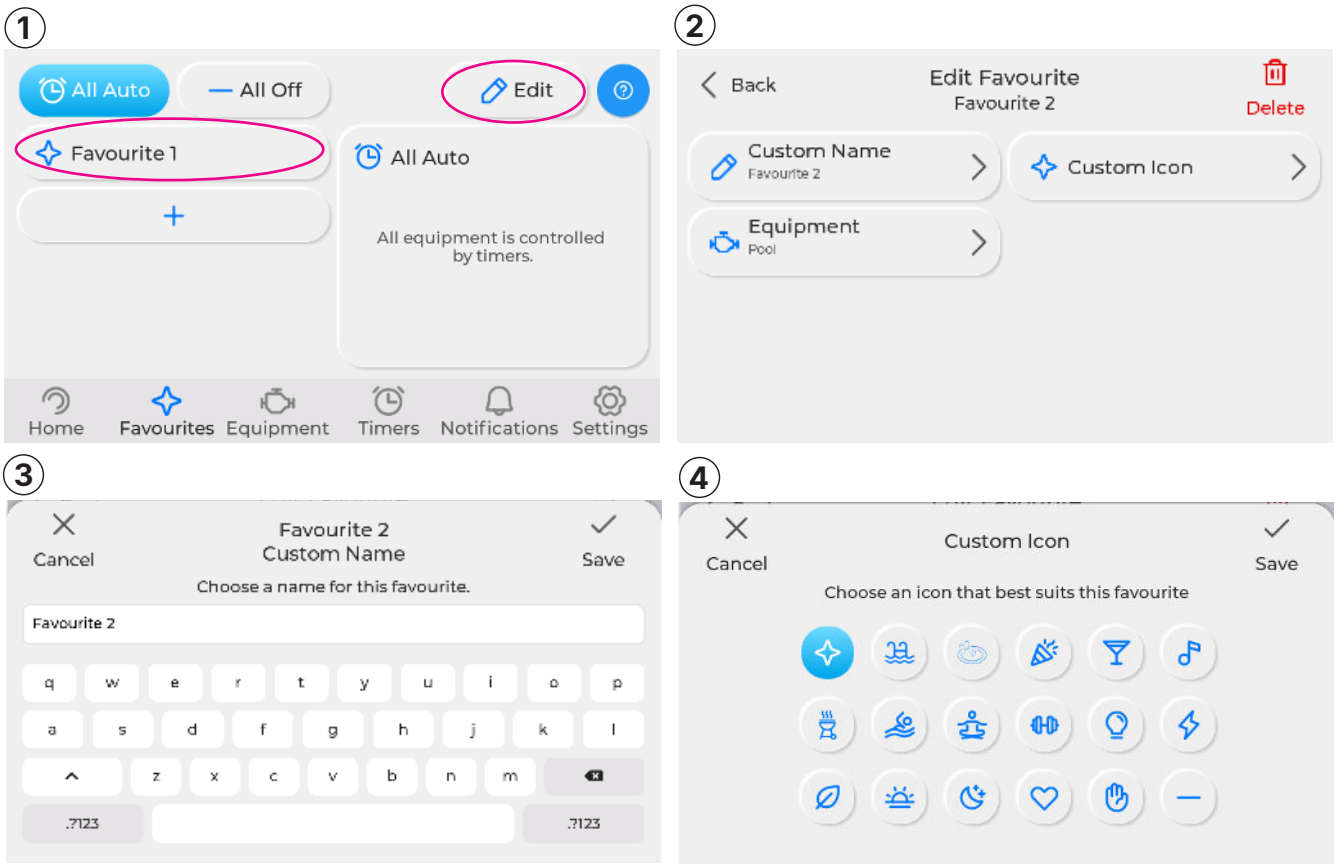
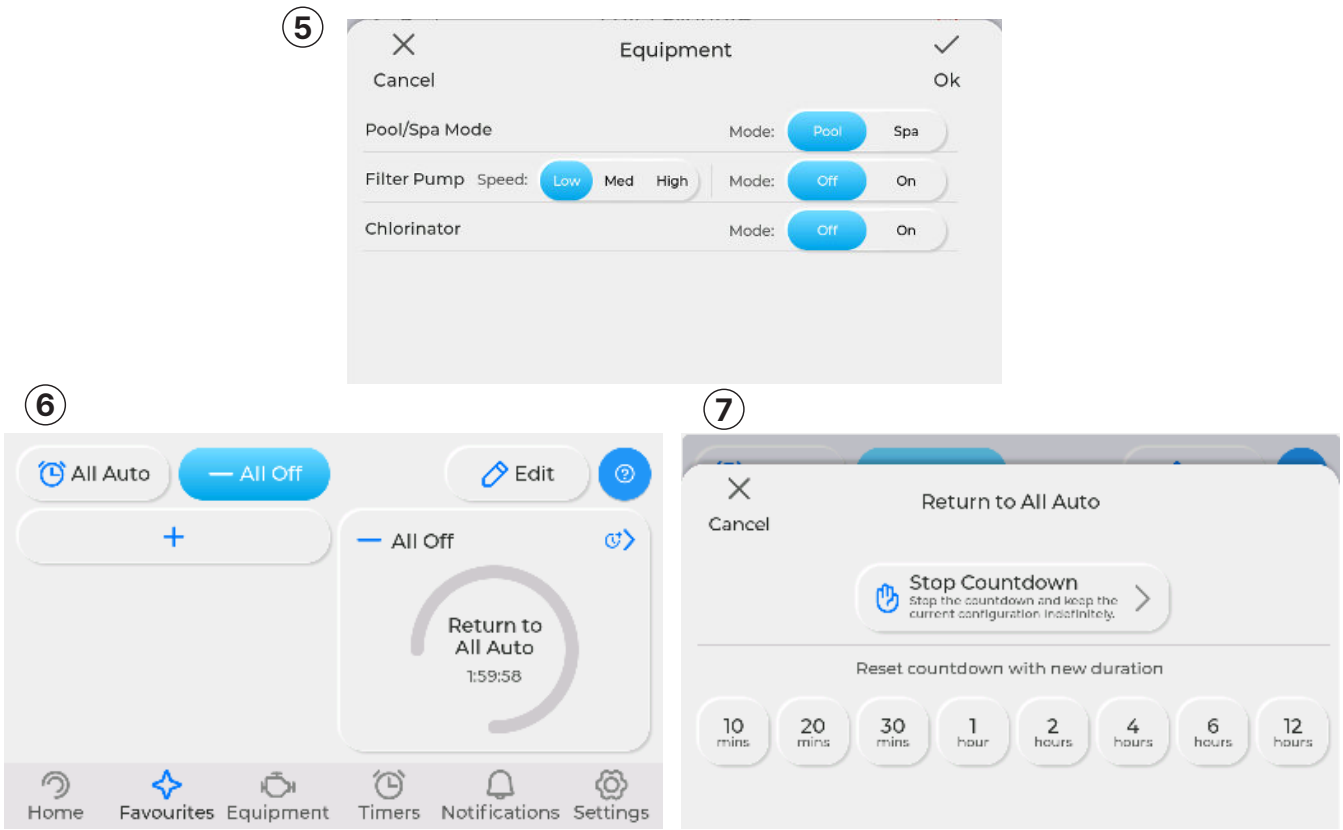

**Figure 15. Favourites Adding and Editing Screens with Custom Names and Icons**
**Figure 16. Favourites Equipment Screens**
**Activate Favourite** (See *Figure 15* and *Figure 16*)
**Edit Favourite** (See *Figure 15 screen 2* and *Figure 16*))
However this can be changed by pressing the large Favourite tile in this setting. A selection now appears of between 10 minutes and 12 hours to suit the desired operation. The favourite can also be stopped immediately here by pressing ‘Stop Countdown’ which will halt the selected favourite from operating and revert back to previous mode. See *Figure 16* (screens 6,7).